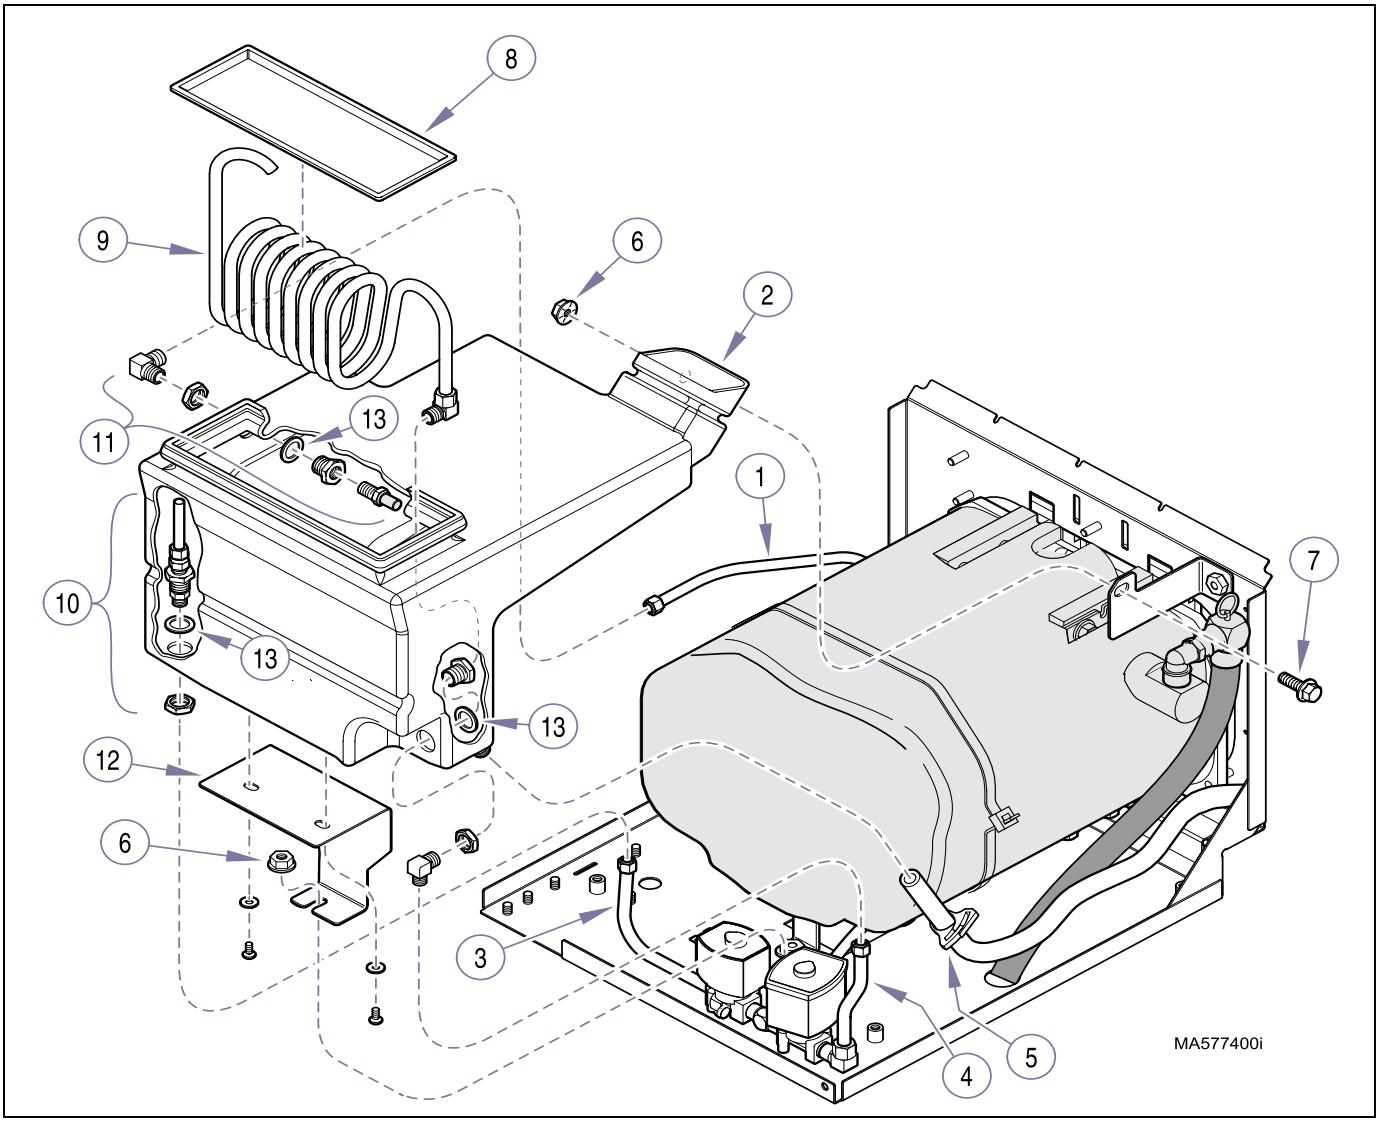

Figure 4-35. Reservoir
(4) Disconnect Air Valve tubing (1,Figure 4-35) at top of reservoir (2).
(5) Disconnect Fill Valve tubing (3), Vent Valve tubing (4) and Drain tubing (5).
(6) Remove two mounting nuts (6) and bolt (7) from mounting brackets and remove reservoir (2).
The reservoir tank lid (8, Figure 4-35) has a bead of silicone around it to prevent condensation from escaping during operation. This silicone must be removed in order to remove the lid and then later reinstalled.
(1) Remove the silicone sealant from around the reservoir tank lid (8, Figure 4-35) and remove the lid.
(2) Remove the condensing coil and fitting assembly (9).
(3) Remove the water level tube assembly (10).
To prevent leakage, always use new bulkhead, fitting washers (13, Figure 4-35) when re-installing the various fitting assemblies on the reservoir.
(1) Using new bulkhead fitting washers (13, Figure 4-35), install the vent muffler fitting assembly (11), water level tube assembly (10), and condensing coil and fitting assembly (9).
(2) Install the lower bracket (12), two screws.
(1) Place reservoir (2, Figure 4-35) in position and secure to mounting brackets with the mounting bolt (7) and nuts (6).